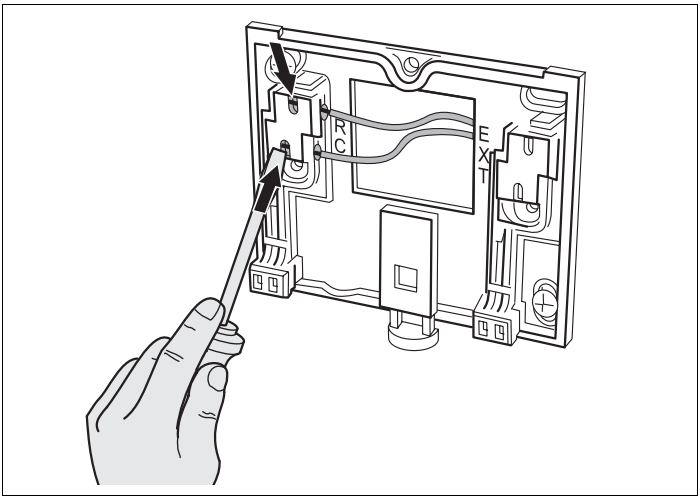

Rys. 5 Demontaż przyłączy elektrycznych
- Włożyć wkrętak w wycięcie zacisków kablowych, aby wyciągnąć kable (rys. 5).